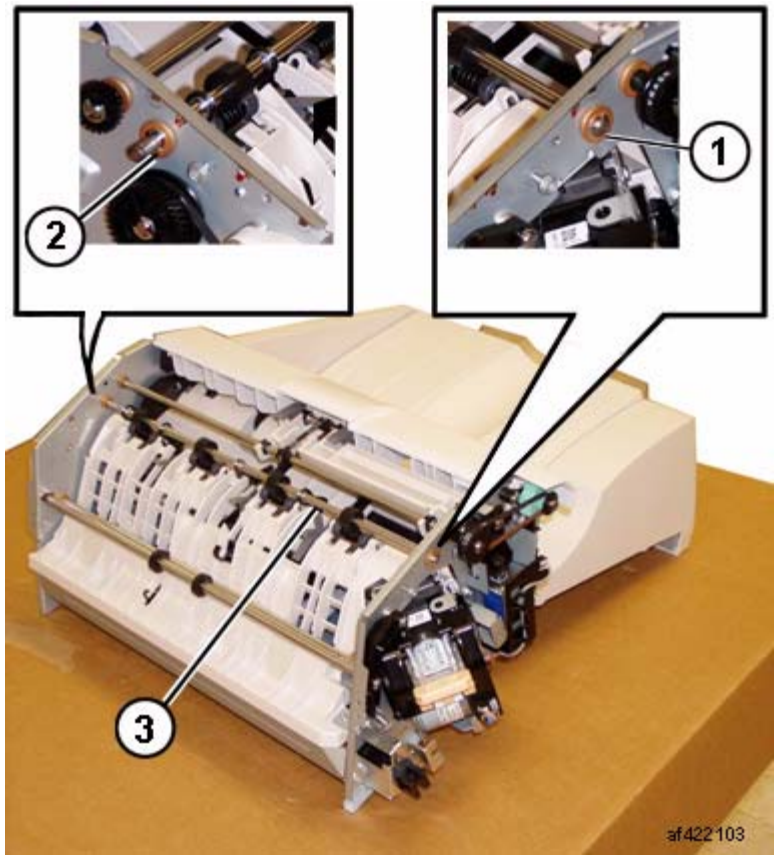

Figure 3 Removing the Exit Roll Assembly
(1)Remove Screws (2).
8. Remove the Exit Roll Assembly (Figure 3):